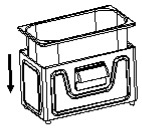

Рис. 1
1. Установите чашу для масла (рис. 1).